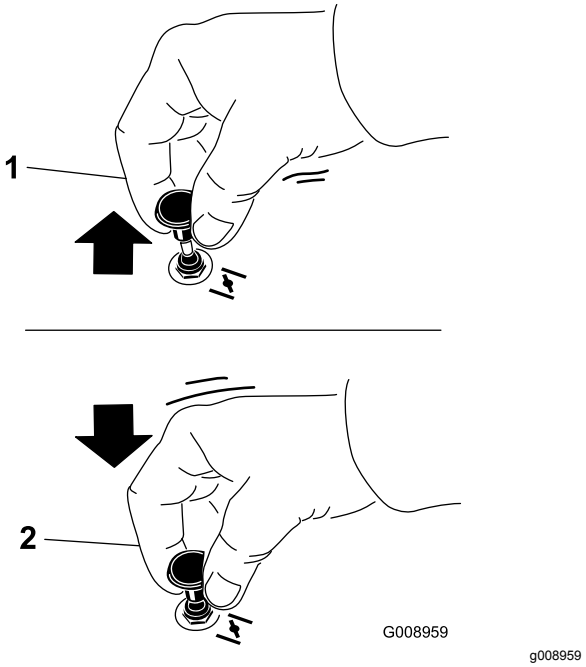

Bild 14
2. Ziehen Sie das Chokehandrad heraus, um den Choke zu aktivieren, bevor Sie die Zündung einschalten (Bild 14).
3. Drücken Sie den Choke herein, um den Choke zu deaktivieren, wenn der Motor angesprungen ist (Bild 14).